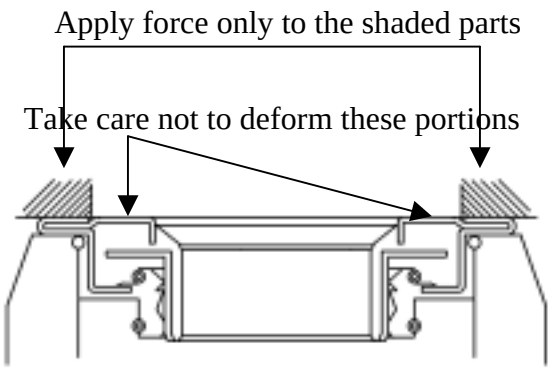

Fig.6-26
3) When installing unitized seals on the wheel shaft cover and the rotating part between the final cases (A and B),apply force only to the outer circumference of the seal as shown in Fig.6-26 to avoid deformation.